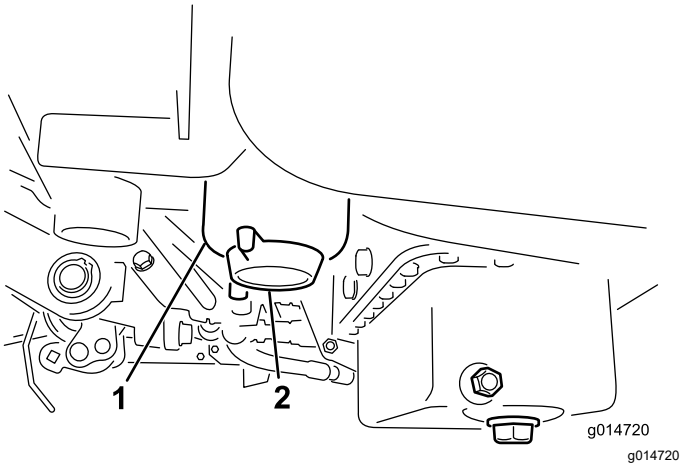

Figuur 38
2. Reinig de omgeving van de plaats waar de filterbus wordt gemonteerd (Figuur 38).
4. Open de filteraftapplug (Figuur 38).